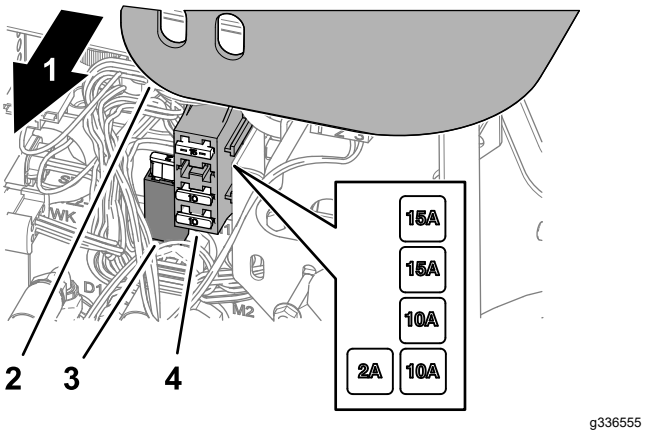

**Figur 75**
1. Lyft upp kåpan från reglagearmen (Figur 75).
2. Leta reda på den öppna säkringen i säkringshållaren eller säkringsblocket (Figur 75).
4. Montera kåpan på reglagearmen (Figur 75).